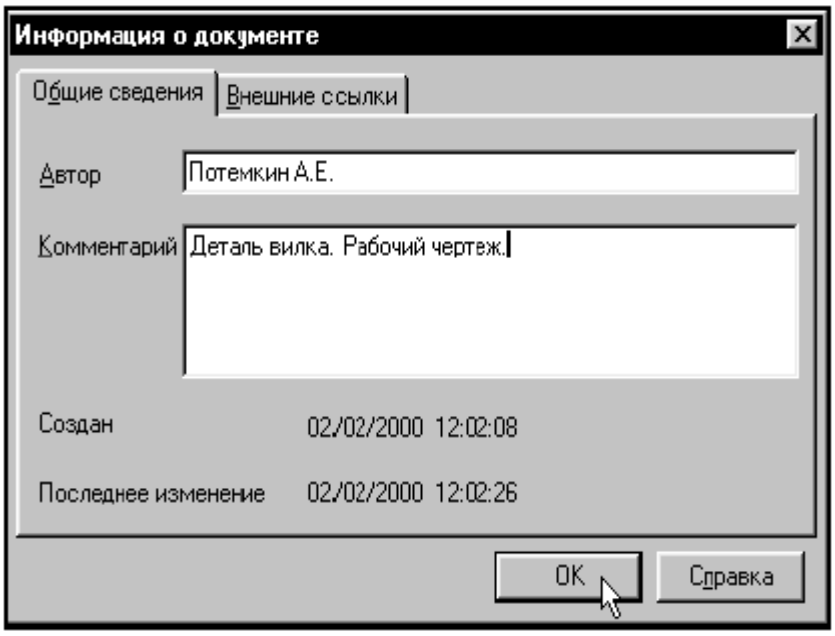

Рис. 3 Приклад заповнення інформації про новий документ
3.1.6 В діалоговому вікні ***Інформація***, що з'явилося, ***про документ*** (рис.3) заповните текстові поля ***Автор*** і ***Коментар*** (нагадаємо, що заповнення цих полів не є обов'язковим) і клацніть на кнопці ОК.